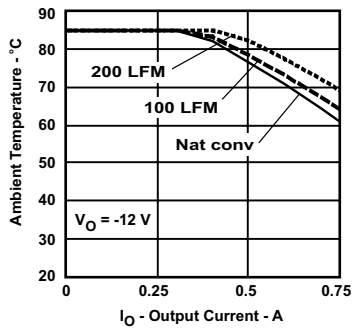
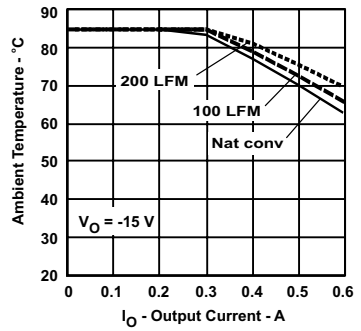

Figure 5.
Figure 6.
(2) The temperature derating curves represent the conditions at which internal components are at or below the manufacturer's maximum operating temperatures. Derating limits apply to modules soldered directly to a 100 mm x 100 mm, double-sided PCB with 2 oz. copper. For surface mount packages, multiple vias (plated through holes) are required to add thermal paths to the power pins. Please refer to the mechanical specification for more information. Applies toFigure 4 ,Figure 5 , and Figure 6.